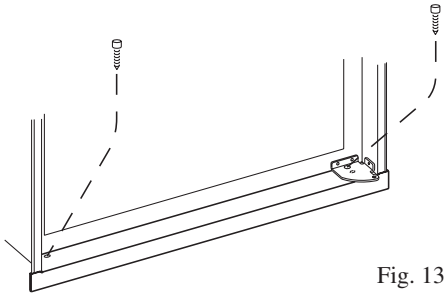

Fig. 13
b) Secure the refrigerator and the lower front strip with two screws: One screw through the hinge, and on the opposite side and then, one screw through the lower front strip, see Fig. 13.